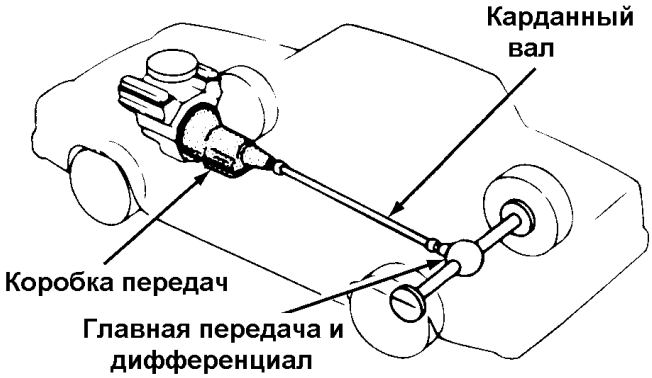

Рис.1-5
- подвод мощности к задним колесам (заднеприводные автомобили); в этом случае, как правило, гидротрансформатор и коробка передач расположены в передней части автомобиля и жёстко крепятся к картеру двигателя; с другими агрегатами трансмиссии, находящимися в заднем мосту, они соединяются с помощью карданного вала (рис.1-5);